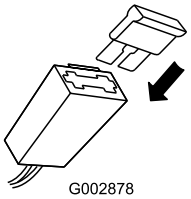

Figur 8
2. Montera säkringen i hållaren (Figur 8).